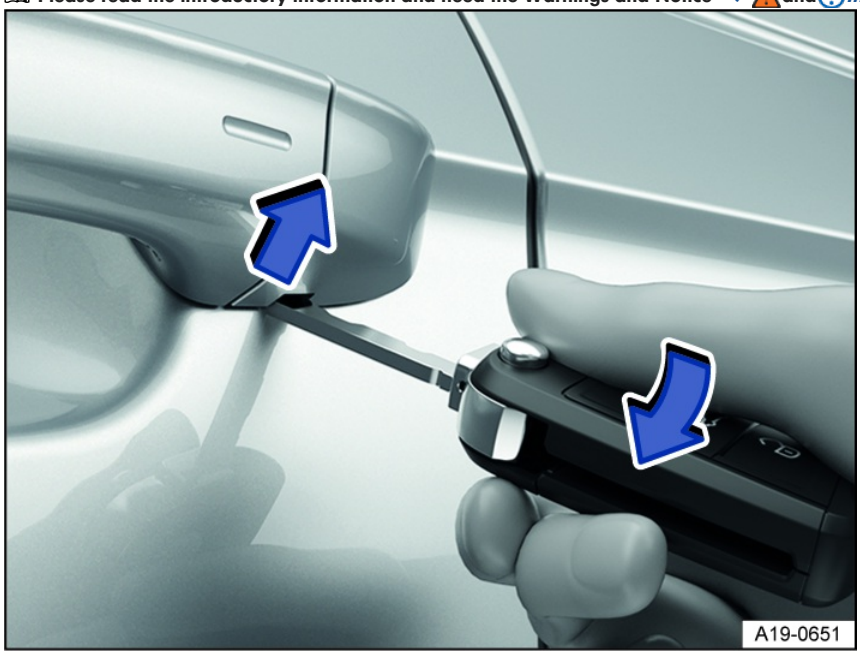

Fig. 46 Driver's door handle: prying off the cap.
3. Use the vehicle key to pry the cap off in the direction of the arrow *fig. 46*.